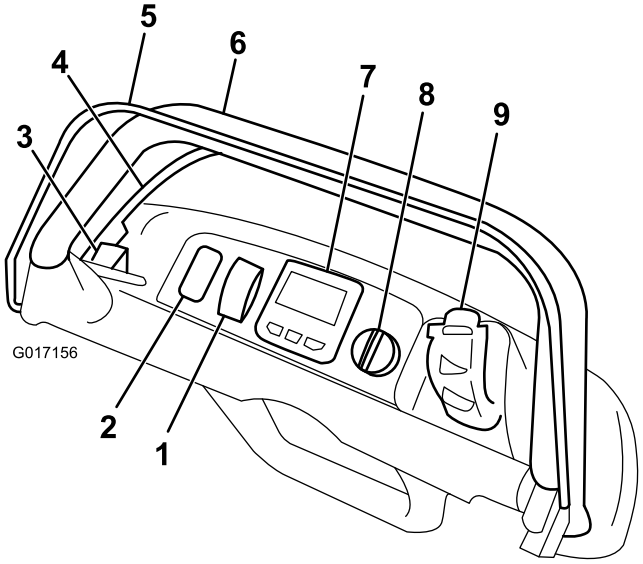

Figura 4
2. Engate o travão de parqueamento (Figura 4).